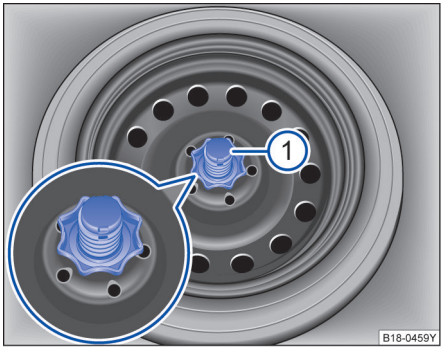

图 153 行李厢内：备用车胎固定手轮
- 沿逆时针方向将备用车轮手轮⇒图 153①旋出，取出备用轮。